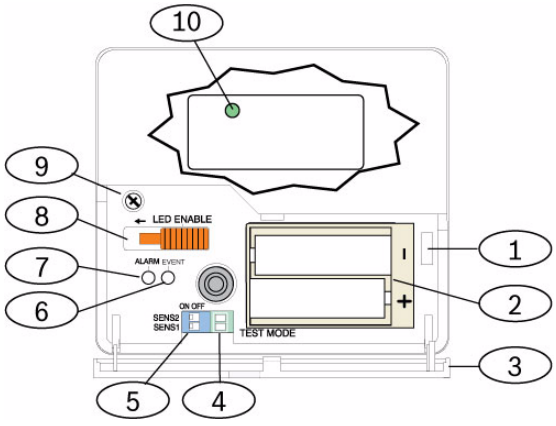

Figure 10.9 Vue avant du détecteur de bris de vitres wLSN
1. Si le boîtier avant est en place, ouvrir avec précaution la trappe d'accès (option 3, *Figure 10.9* de la *Page 107*).
2. Activer les LED à des fins de test en plaçant le commutateur LED ENABLE (Option 8, *Figure 10.9*) de la *Page 107*) dans la direction indiquée par la flèche (au-dessus du commutateur). Un repère orange est visible depuis le côté du détecteur.
6. Observer la LED verte (option 6, *Figure 10.9* de la *Page 107*) pendant approximativement 1 minute. Si la LED verte clignote, changer l'appareil de place ou réduire la sensibilité en réglant le commutateur de sensibilité.
8. Après avoir réglé la sensibilité, placer le commutateur LED Enable (option 8, *Figure 10.9* de la *Page 107*) sur la position OFF (Arrêt).
Placer le détecteur en mode Test. En mode Test, le commutateur LED Disable du détecteur (option 8, *Figure 10.9* on *Page 107*) est inhibé. On peut activer le mode Test localement ou à distance.
2. Insérer un tournevis dans la fente proche des commutateurs de sensibilité qui contiennent les atténuateurs de test (option 1, *Figure 10.9* de la *Page 107*).
La LED (verte) (option 6, *Figure 10.9* de la *Page 107*) clignote une fois par seconde. Si la LED verte ne clignote pas, répéter les étapes 10 et 11.
2. Placer les commutateurs situés sur le dessus du testeur 13-332 sur les modes ACTIVATE et MAN (Options 1 et 3, *Figure 10.9* de la *Page 107*).
3. Pointer l'avant du testeur vers le détecteur et appuyer sur le bouton Start rouge au-dessus (Option 2, *Figure 10.9* de la *Page 107*).
1. Placer les commutateurs du testeur 13-332 sur les positions TEST et FLEX (options 1 et 3, *Figure 10.9* de la *Page 107*).
2. Appuyer sur le bouton Start (option 2, *Figure 10.9* de la *Page 107*). Le testeur active et démarre une période de déclenchement de huit secondes.
Lorsque le détecteur quitte le mode Test, le voyant LED d'événement vert (option 6, *Figure 10.9* de la *Page 107*) cesse de clignoter. Si la LED d'événement continue de clignoter, répéter les étapes 2 et 3.